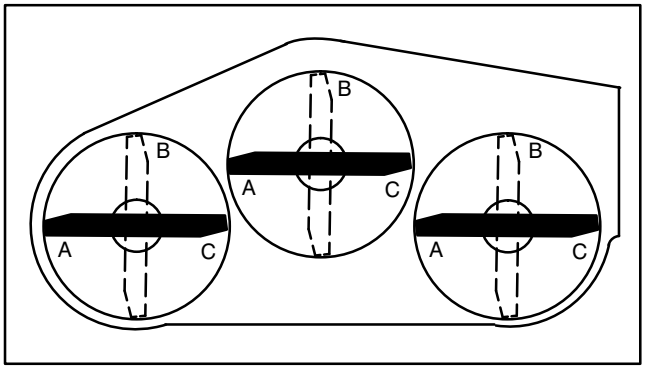
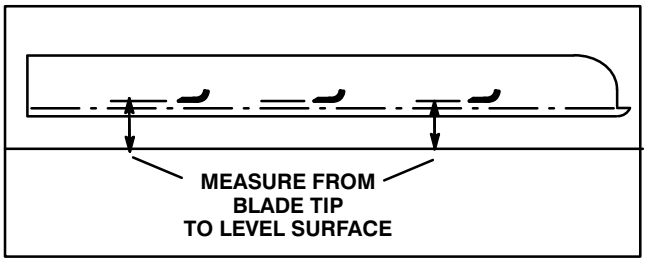

Figure 28
Figure 29
5. Position all three blades in the "A" position (Fig. 28) and measure from level surface to the bottom of the tip end of each blade (Fig. 29).
6. Note measurement attained at "A", rotate blades to "B" position (Fig. 28), measure distance of all blades to level surface and note dimensions (Fig. 29).
7. Rotate blades to "C" position, measure and note distance measured (Fig. 28, 29).